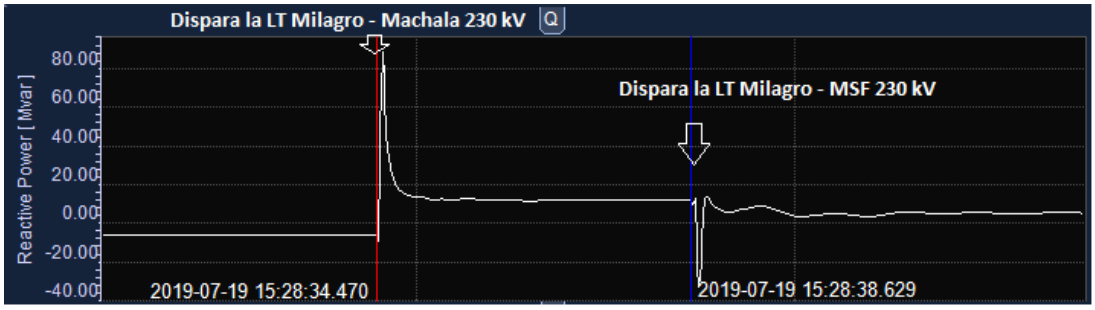

Figura 1: Variación de potencia reactiva registrada en la posición Machala de 230 kV de la subestación Minas San Francisco
- En la figura 1 se muestra la variación de potencia reactiva registrada en la posición Machala de 230 kV de la subestación Minas San Francisco, y en la que se visualiza el disparo de la línea Milagro - Machala de 230 kV y luego, el disparo de la línea Milagro - Minas San Francisco de 230 kV.
- El disparo de las líneas Milagro - Machala de 230 kV y Milagro - Minas San francisco de 230 kV y, el posterior disparo de los circuitos 1 y 2 de la línea Milagro - San Idelfonso de 138 kV, provocó la conformación de una isla eléctrica con la generación de las centrales Minas San Francisco, Machala Gas I y Machala Gas II y, la carga correspondiente a CNEL EP - EL Oro y la carga de la subestación Zorritos del sistema peruano: ver figura 1.